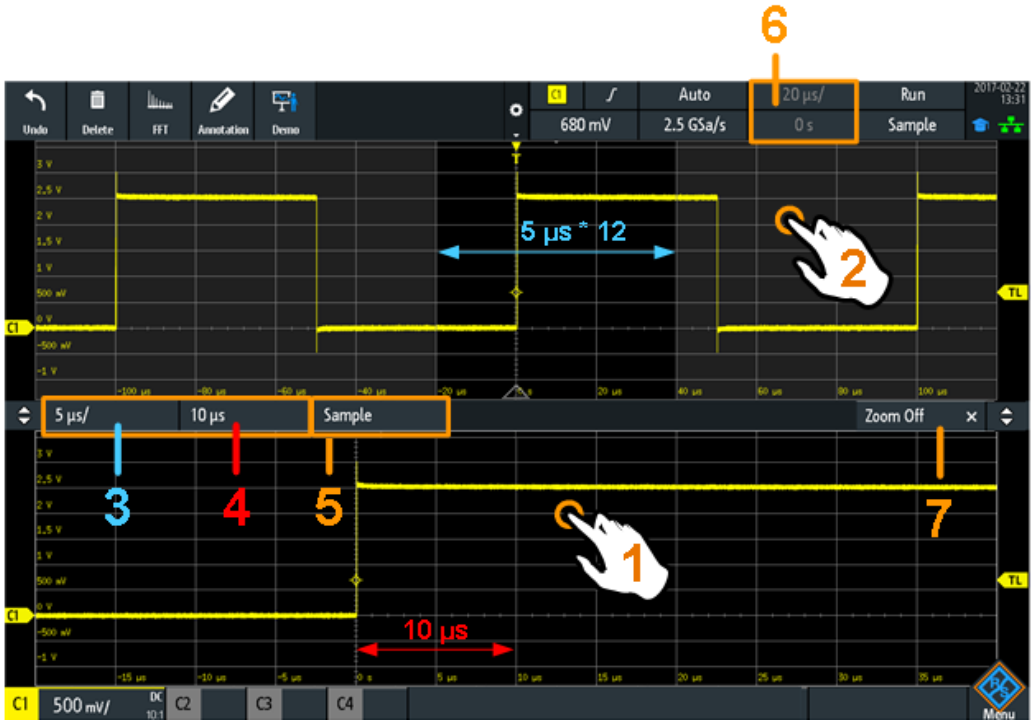

Bild 7-1: Anzeige des horizontalen Zooms: Zoom im unteren Fenster, normale Messkurve im oberen Fenster
- Tippen Sie auf die Zoomskala- oder Zoompositionsanzeige im Zoomfenster und geben Sie über das Nummernfeld einen Wert ein. Diese Einstellungen sind horizontale Werte, die in horizontalen und vertikalen Zoomfenstern wirksam werden. Siehe Nummer 3 und 4 in Bild 7-1.